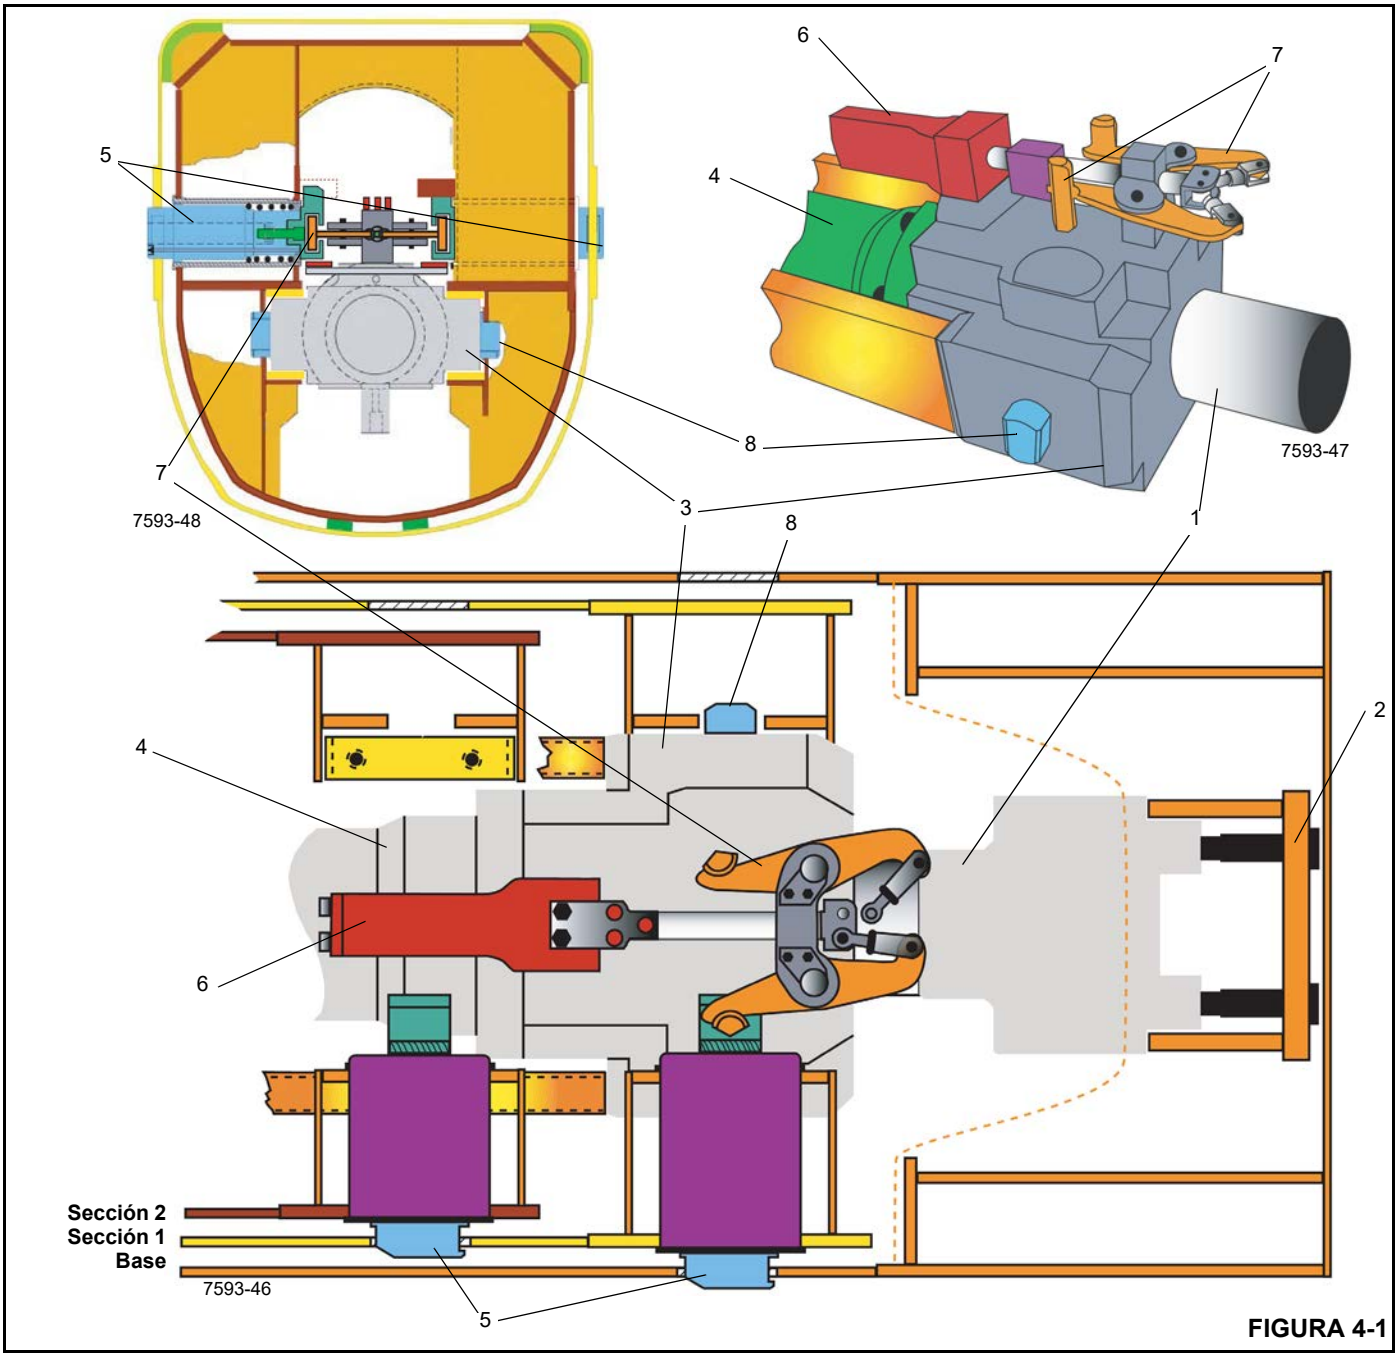

FIGURA 4-1
La extensión y retracción de la pluma son controladas por un cilindro de telescopización y un sistema de fijación. La varilla del cilindro de telescopización (1) (Figura 4-1) se fija a la parte trasera de la sección de base de la pluma (2). El tubo del cilindro de telescopización se puede desplazar dentro de las secciones de la pluma. El sistema de fijación consiste en un bloque de fijación (3) que está montado en el tubo del cilindro de telescopización (4) y los conjuntos de pasadores de bloqueo de sección (pasadores de sección) (5) ubicados en la parte trasera de cada sección de pluma móvil.